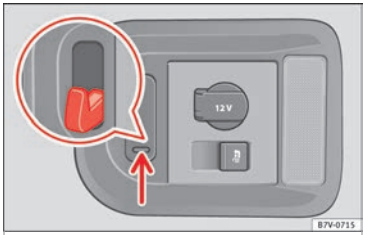

Fig. 173 In the luggage compartment: retaining hooks
On the right-hand side of the luggage compartment, there are folding retaining hooks ››› **Fig. 173** that can be used to secure light shopping bags.
- Press the retaining hooks down ››› **Fig. 173** (arrow) and fold them.